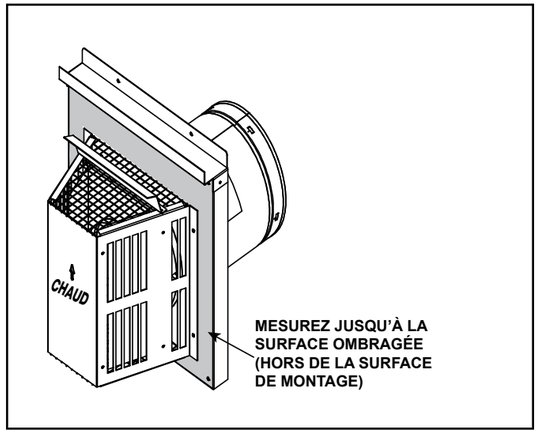

Figure 4.8 Mesure à la surface extérieure de montage
- Les extrémités horizontales sont mesurées par rapport à la surface de montage extérieure (bride du chapeau de l'extrémité). Voirla figure 4.8.